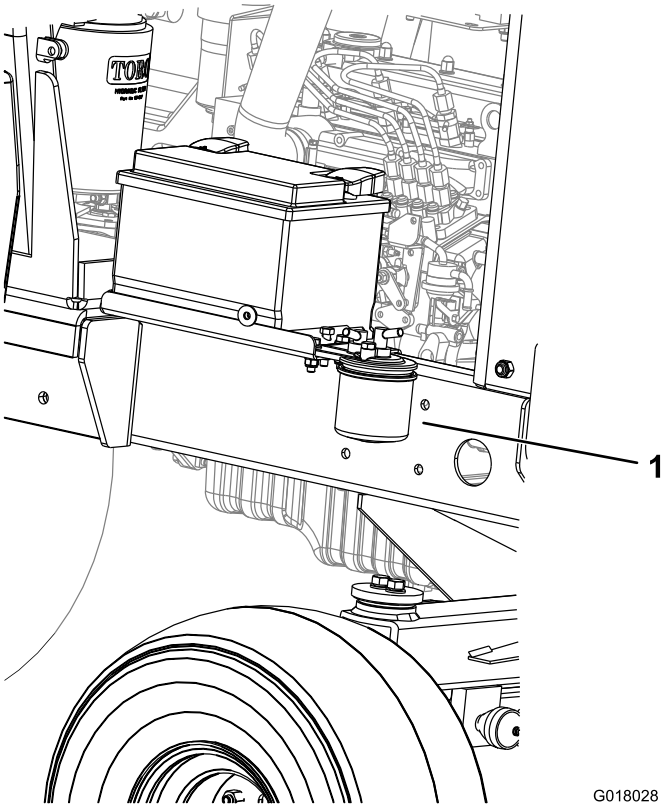

Figuur 51
1. Plaats een schone opvangbak onder de brandstoffilterbus (Figuur 51).